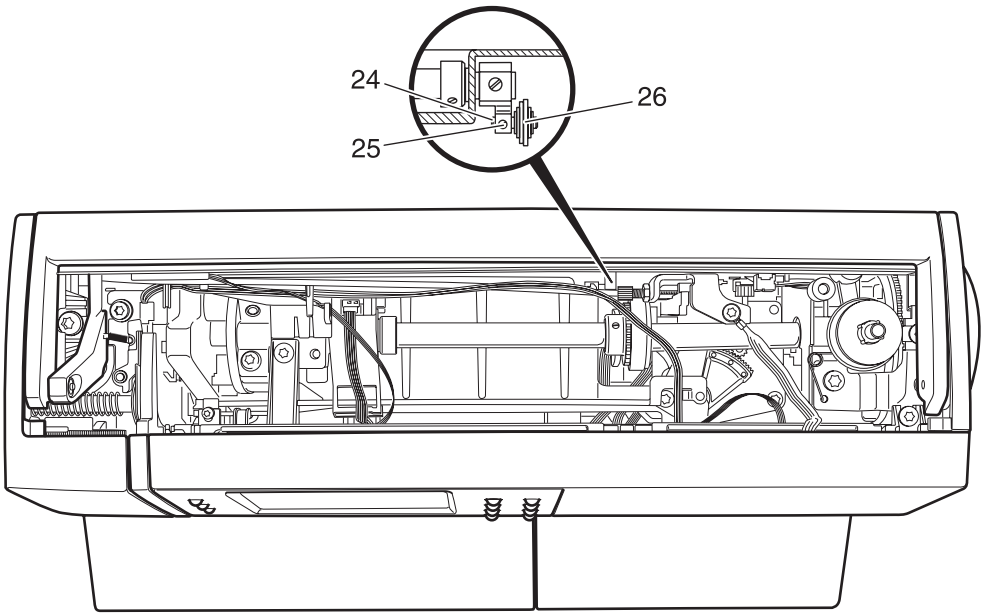

Fig. 5
- Re-position crank pin 24 with pull rod 26 sideways until the complete top and bottom feed moves easily (fig. 5).